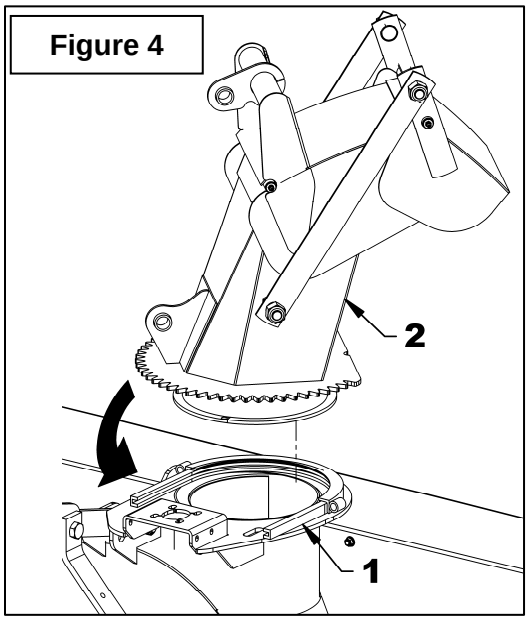

Figure 4
3. **Figure 4:** Insérer le coussinet de rotation (item 1) dans la plaque de retenue soudée de la souffleuse. Déposer la chute (item 2) sur la plaque de la tête de la souffleuse. Pousser la chute vers l'avant pour qu'elle s'insère dans le coussinet de rotation.